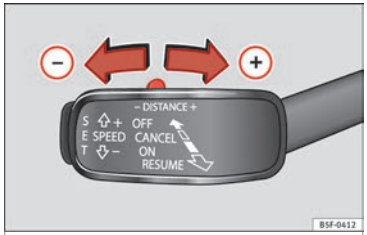

Fig. 199 Palanca de mando: ajustar la distancia.
- Para indicar la distancia programada actualmente, pulse brevemente la tecla basculante »» **fig. 199**.